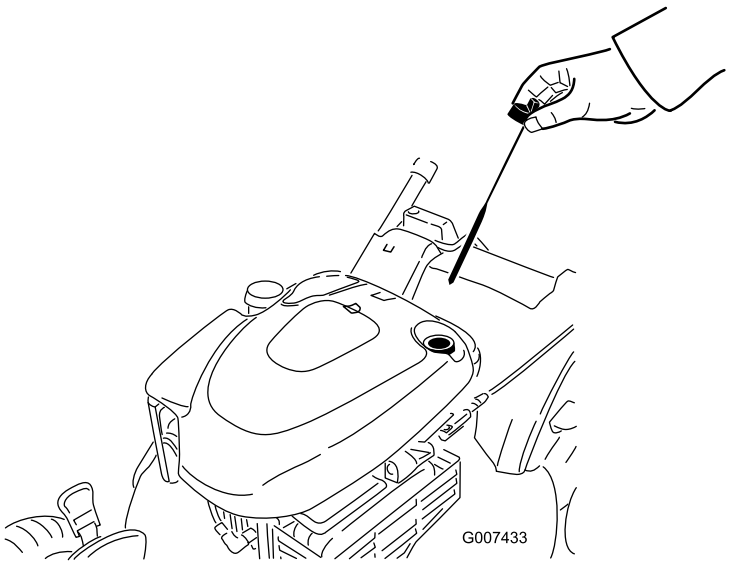

Bild 29
2. Ziehen Sie den Peilstab heraus (Bild 29).